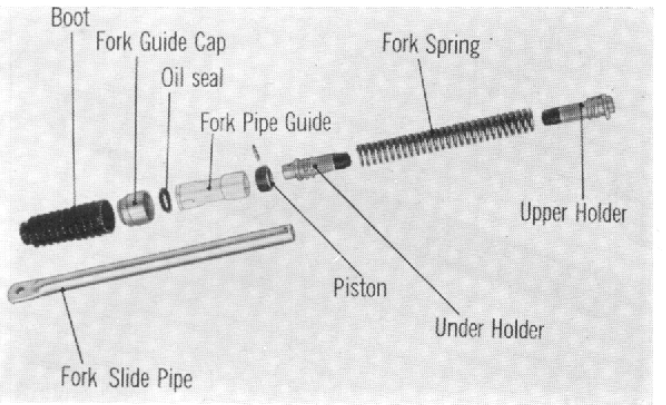

Fig. 68
(7) Fig. 68 shows the disassembled front cushion assembly.